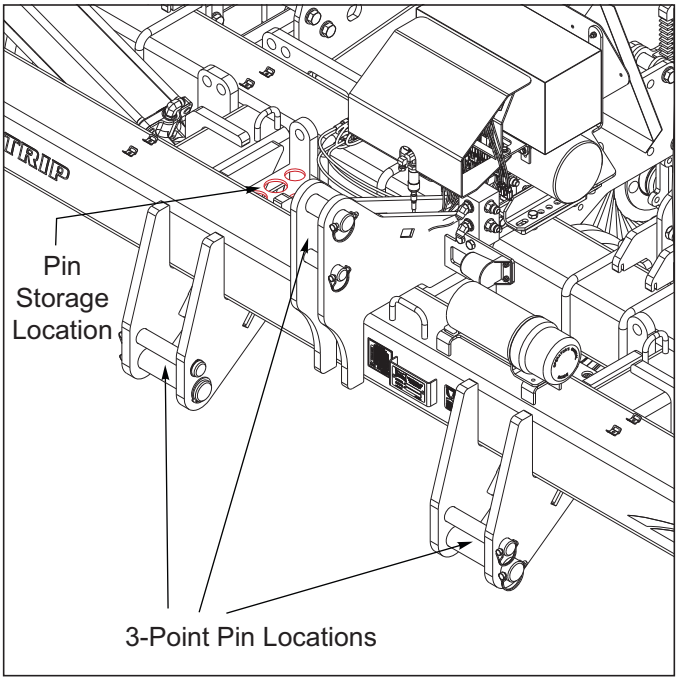

Figure 3-1: 3-Point Pins Shipping Location
1. The 3-point hitch pins will be shipped out in locations shown ***See Figure 3-1***.